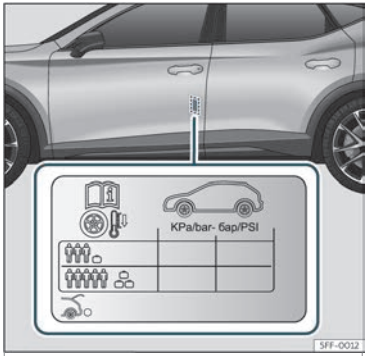

Abb. 212 Einbauort des Aufklebers für den Reifenfülldruck.
- Passen Sie bei größerer Zuladung den Reifendruck entsprechend an››› **Abb. 212**.
Die Angaben zum Reifendruck befinden sich auf einem Aufkleber an der B-Säule der Fahrertür››› **Abb. 212**.
Der Reifendruck muss der aktuellen Fahrzeugbeladung angepasst werden. Wenn das Fahrzeug voll beladen werden soll, muss der Reifenfülldruck entsprechend dem auf dem Reifenfülldruck-Aufkleber››› **Abb. 212** angegebenen maximalen Wert erhöht werden.
Füllen Sie bei einem minimierten Notrad (125/70 R18) auf einen Druck von 4,2 bar, gemäß Angabe auf dem Aufkleber mit den Reifendruckwerten››› **Abb. 212**.
- **Der Fahrer ist verantwortlich für den richtigen Reifenfülldruck an allen Reifen am Fahrzeug. Der empfohlene Reifenfülldruck befindet sich auf einem Aufkleber ››› Abb. 212.**
- **Immer den richtigen Reifenfülldruck am kalten Reifen einhalten, wie auf dem Aufkleber angegeben››› Abb. 212 .**